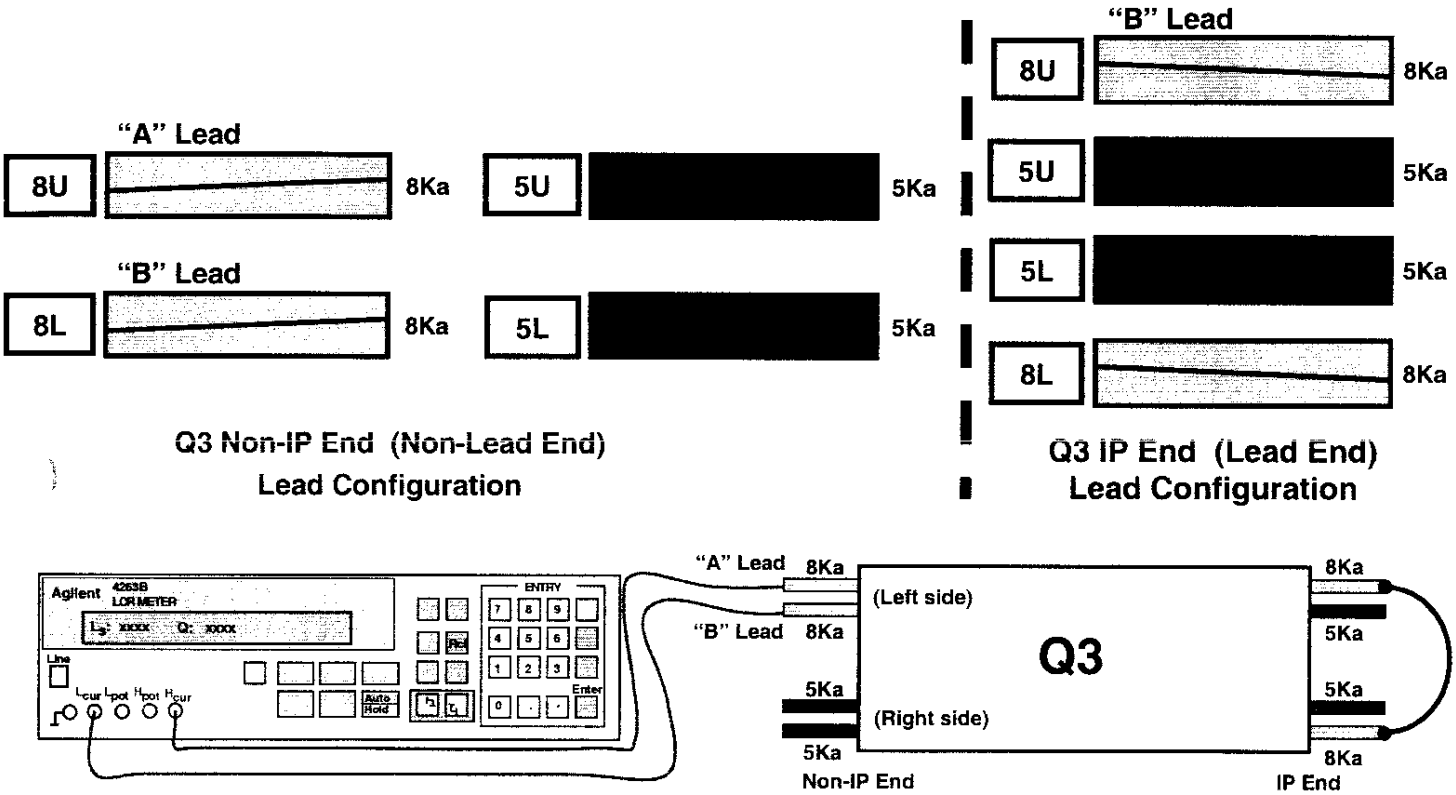

Figure 21.1-B
6. Connect H_{cur} to "A" power lead as shown in figure 21.1-B.
7. Connect L_{cur} to "B" power lead as shown in figure 21.1-B.